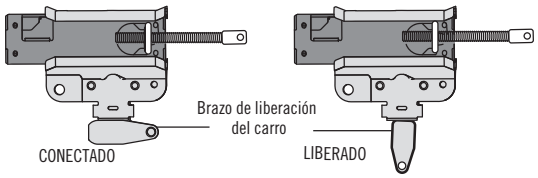

Figura 1
2. Abra la puerta completamente y coloque un pedazo de madera de 5 x 10 cm (2 x 4 pulg.) en la sección superior, de manera que quede debajo del riel (Figura 1).